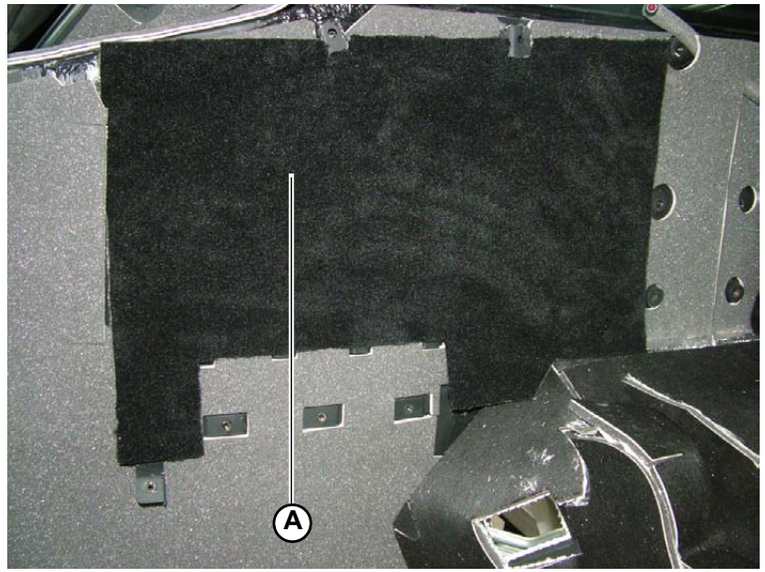

Fig.46
1. Remove the rear rug (**A-Fig.46**) by detaching it from the adhesive securing it to the rear of the car.